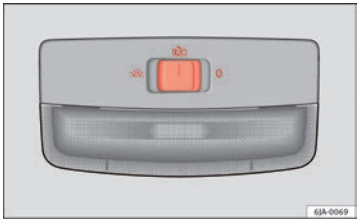

Fig. 61 Interior lighting – version 2
– Turn the light switch to position ⇒ Fig. 61.